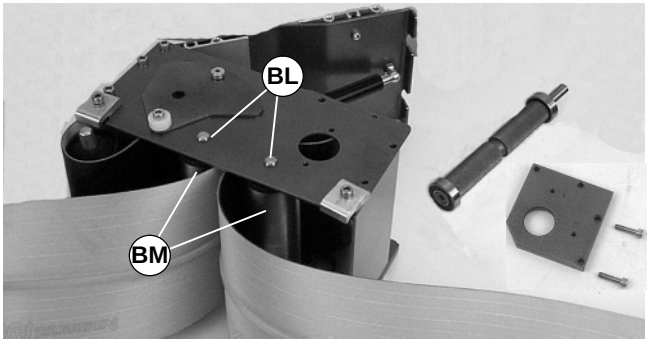

Abbildung 45
- Bei 127 mm oder breiteren Förderern jeweils beide Seiten der gefederten-Welle niederdrücken (BL siehe Abbildung 45). Die Rolle ausbauen (BM).